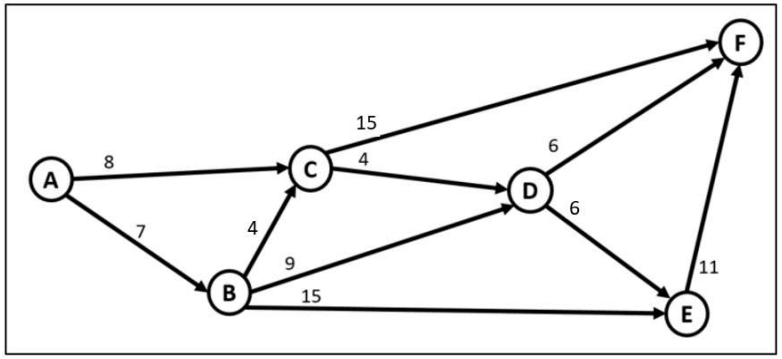

Figure 2a: A Distribution Network
Q7a. A distribution network diagram is shown in Figure 2a. The nodes represent locations and numbers on the arcs represent the distances between locations.
Table 2a below shows **partial** workings used to find the shortest path in Figure 2a from node A to each of the other nodes.
Q7b. A Linear Programming (LP) model is formulated to solve a Minimum Cost Flow problem for the network shown in Figure 2a. Assume that the decision variable Xij represents the quantity of shipment from node i to j. (i, j = A, B, C, D, E or F).